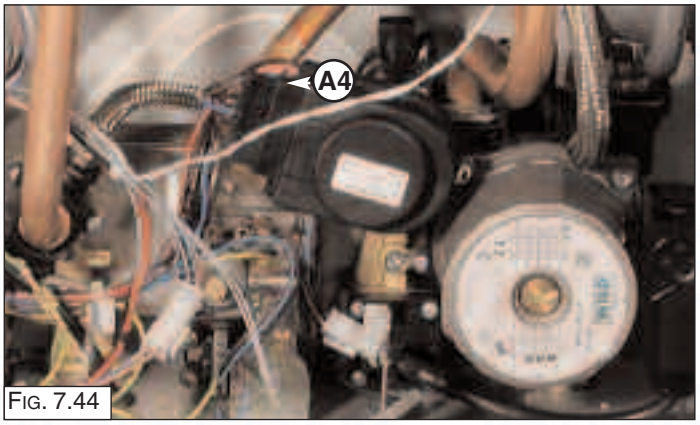

Fig. 7.44
*1.* Unplug the electrical connector “A4” (Fig. 7.44);